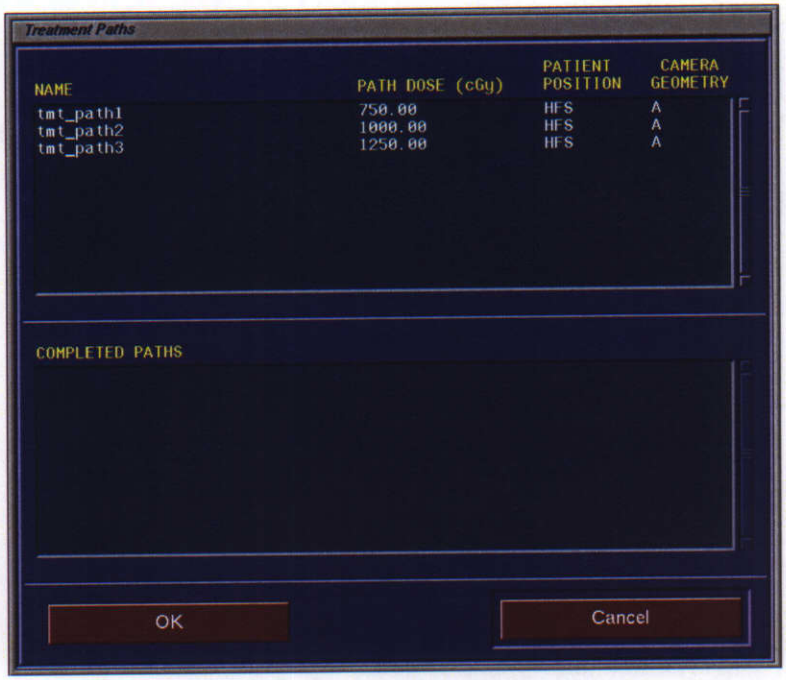

**Figure 7 Treatment Paths**
**Step 1.** Click the **USE FULL FRACTION** button, if active. The Treatment Paths window (*Figure 7 Treatment Paths, page 7*) appears. The Treatment Plans window appears when **CANCEL** is clicked.
After selecting a plan fraction from the Plan Fractions window, the Treatment Paths window (*Figure 7 Treatment Paths, page 7*) appears. The window contains a selection and information section.